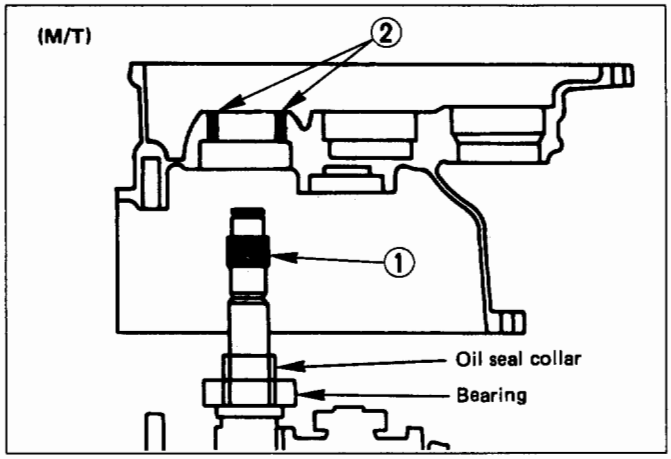

Fig. 7D-62
- Apply recommended liquid gasket (LOCTITE FMD 127) or its equivalent to the transmission, intermediate plate and transfer case fitting surfaces (M/T) (Fig. 7D-63).